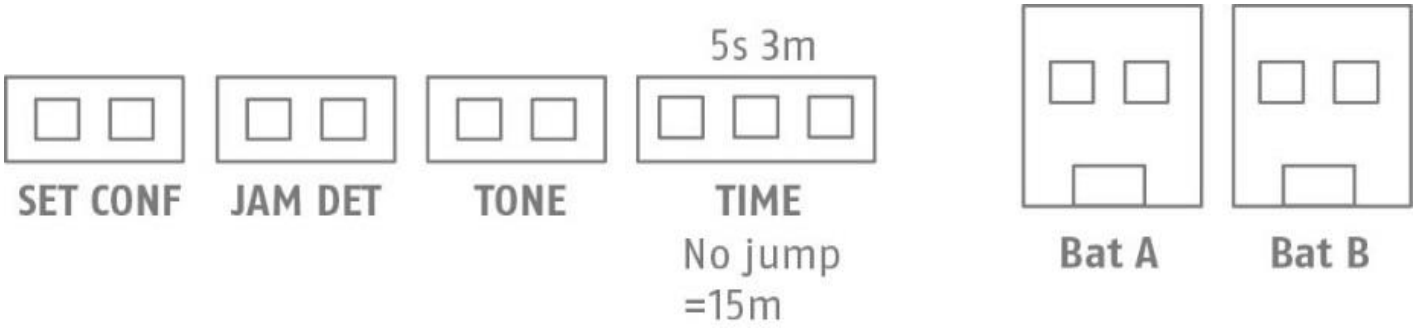

Figure 3 : cavaliers et raccordements
- Placez tous les cavaliers dans la sirène, dans les positions souhaitées (voir fig. 3).